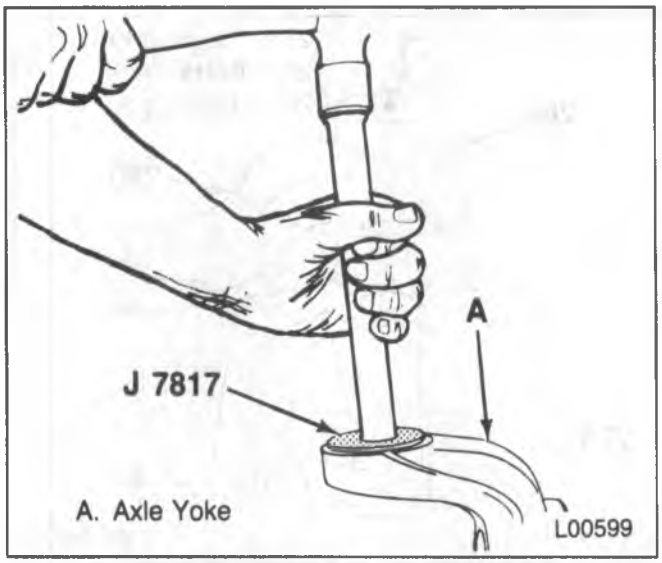

Figure 59 – Installing the Retainer
1. Retainer (281) and the race (282).
- Use J 7817 (figure 59).
2. Fill the area in the retainer (281) and race with an approved high temperature bearing lubricant. Grease the bearing (283).